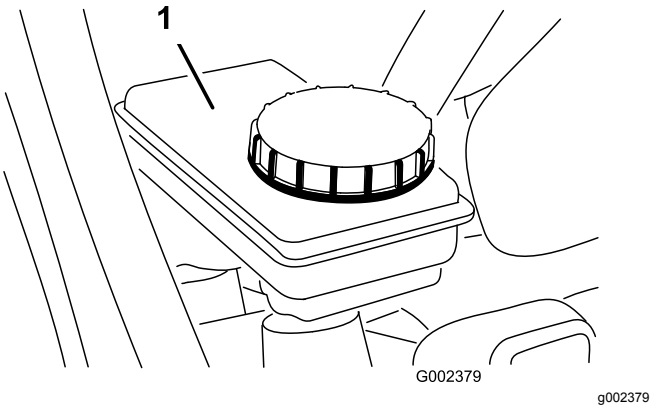

Figur 55
5. Påse at væskenivået er opp til Full-linjen på tanken (Figur 55).
6. Hvis væskenivået er lavt, må du rengjøre området rundt lokket, fjerne lokket og fylle beholderen til passende nivå med den angitte bremsevæsken (Figur 55).